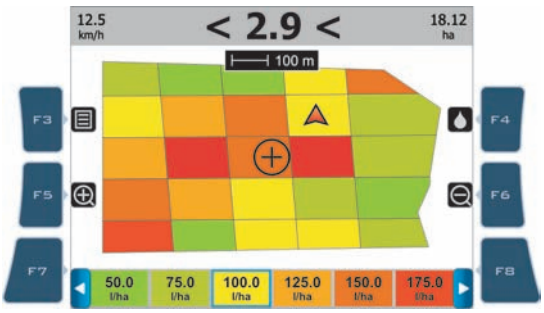

Fig. 215
• Operate the spraying: Bravo 400 will apply the suitable spray rate to the treated area according to the position detected by the GPS receiver (Fig. 215).